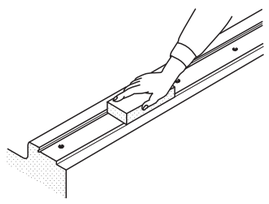

Fig. 18 Cleaning of mounting surfaces
❶Cleaning of mounting surfaces
- Remove burrs and blemishes from the reference mounting surfaces and mounting surfaces of the machine using an oil-stone, etc. and then wipe the surfaces with clean cloth. (See Fig. 18.)